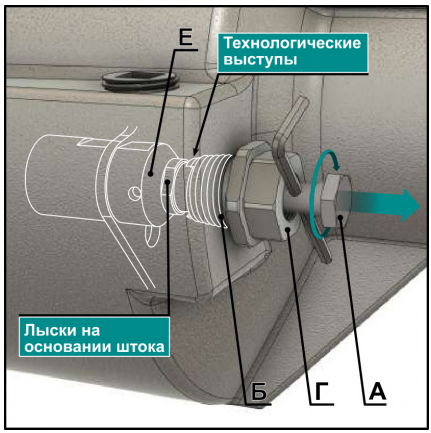

Рис. 24
3.24 Вытяните шток «**Е**». Для этого можно использовать шестигранный ключ **3** мм. Вставьте ключ в боковое отверстие фитингового болта, как показано на **Рис. 24**